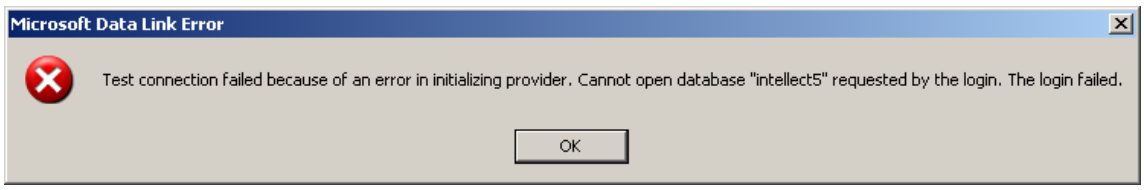

Figure 8.3-5. Example of the disabled SQL server connection message
16. If the MS SQL server name and/or authentication parameters of MS SQL server connection were entered incorrectly, the relevant error message will pop up (Figure 8.3-5).